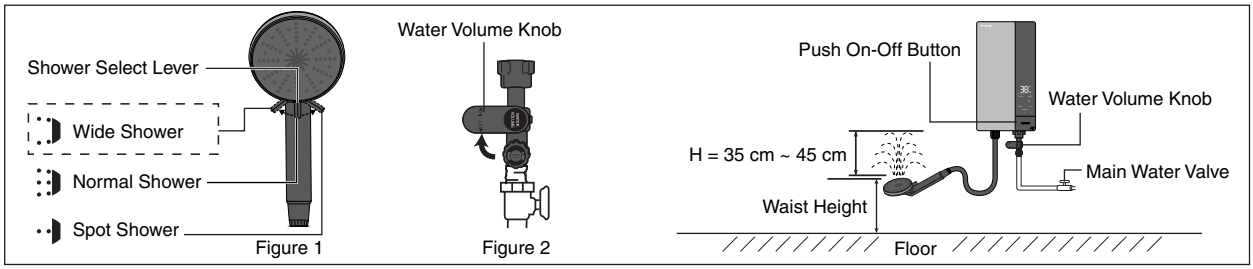

Figure 1 Figure 2
Step 1 : Push the Push On-Off Button and select Wide Shower type on the Shower Head using the Shower Select Lever (refer Figure 1).